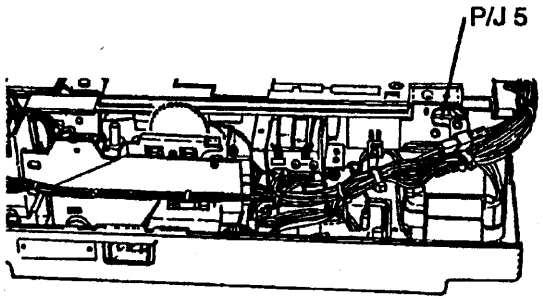

Рисунок 1. Измерение напряжения на лампе
4. (рис. 1) Подключите прибор между P/J5-1 и P/J5-3.